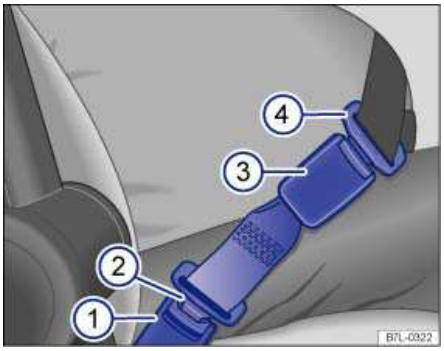

Fig. 62 A safety belt extender properly attached to the factory-installed safety belt.
Key to fig. 62:
- Insert the buckle tongue on the safety belt extender ⇒ fig. 62 (2) into the vehicle belt buckle for the seat where the safety belt extender is being used (1).